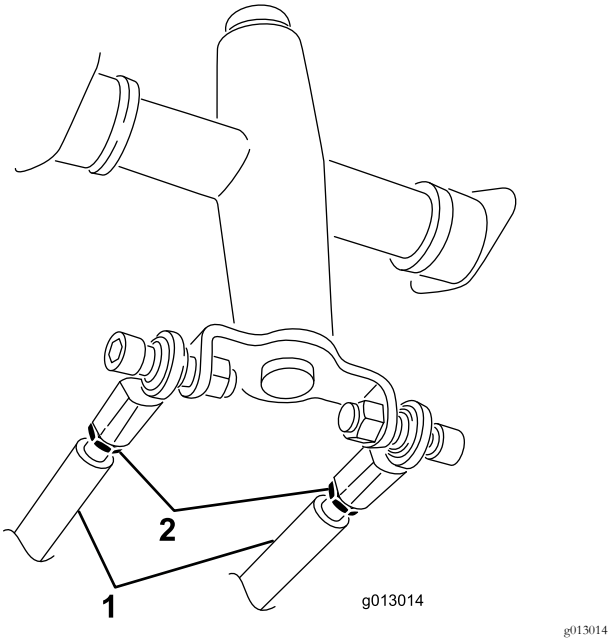

**Rysunek 57**
3. Poluzuj nakrętki zabezpieczające na drążkach zespołu jezdnego, pod panelem sterowania (Rysunek 57).